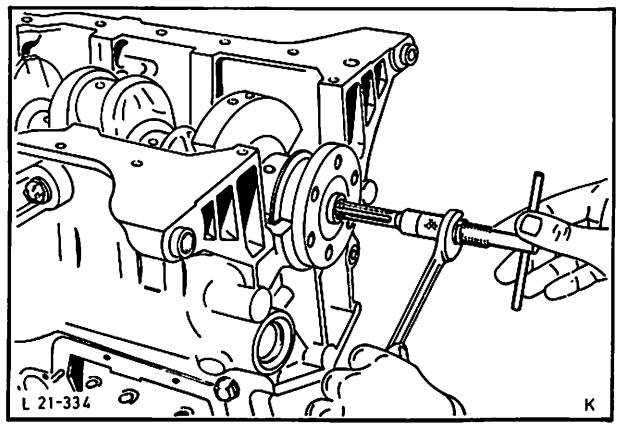

Abb. 53 Nadellager – Kurbelwelle mit Spezialwerkzeug 21-037 A herausziehen
26. Nadellager – Kurbelwelle mit Spezialwerkzeug 21-037A aus der Kurbelwelle ziehen, Abb. 53.